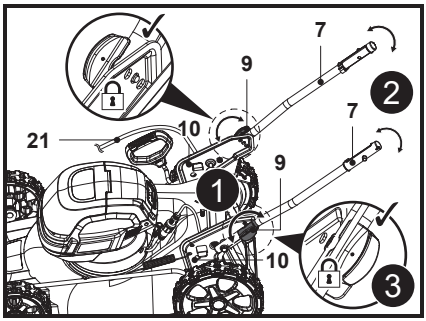

Fig. 2
3. Aligner les trous de montage du guidon inférieur (7) sur le support de guidon (10) et tourner la poignée de serrage (9) à 90° vers l'arrière (Fig. 2, étape 1).
4. Faire pivoter le guidon inférieur (7) jusqu'à ce que la goupille de tension automatique (9a) passe dans l'un des trous de montage du support de guidon (10) (Fig. 2, étapes 2, 3).
5. Répéter les étapes d'assemblage ci-dessus sur l'autre guidon inférieur (7).